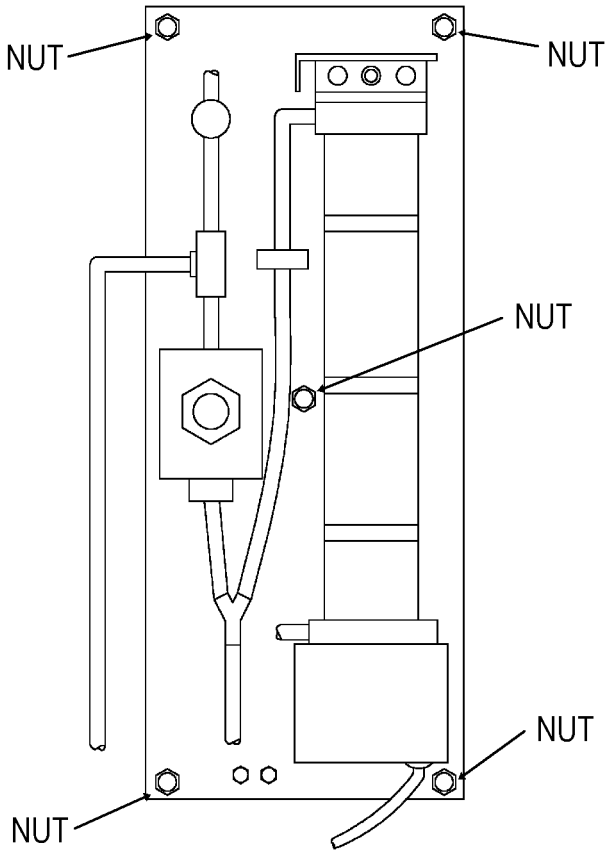

Figure 6-9. Styx Module Removal
e. Remove the five hex nuts and lockwashers holding the styx module in position. See figure 6-9.